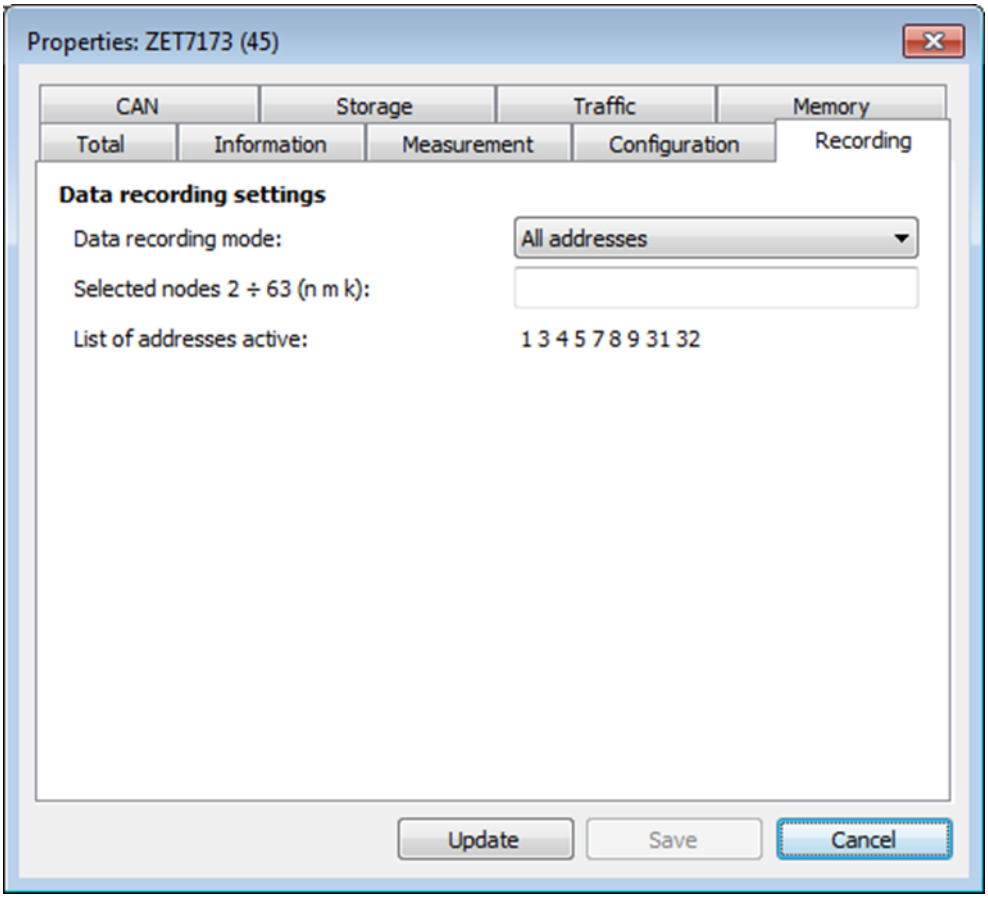

Figure 2.12 ZET 7173: “Recording” tab
- Select property “All addresses” in the field “Data recording mode” of “Recording” tab (*Figure 2.12*).